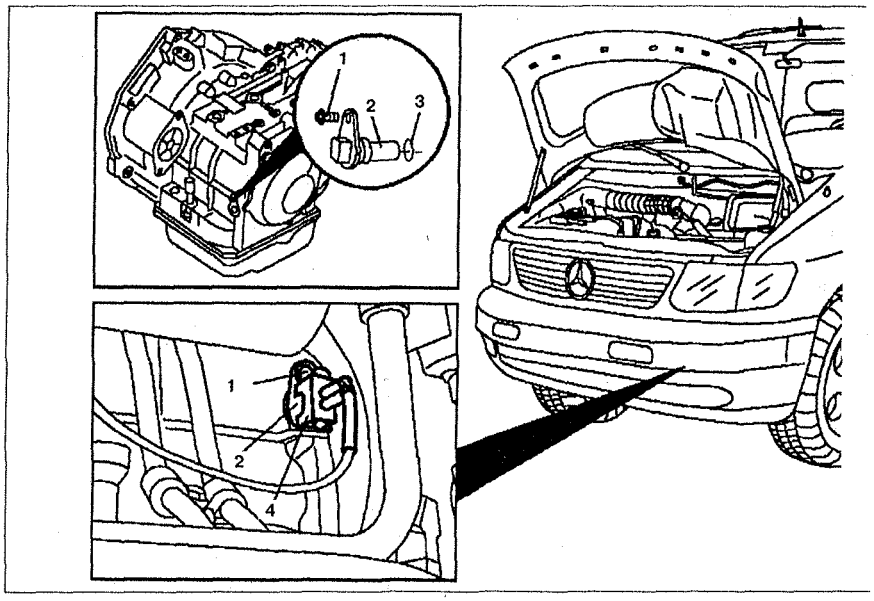

Рис. 6.66. Индуктивный датчик частоты вращения ведомого вала АКПП (автомобили с двигателем 104.900):
2. Отсоедините переходник **4** (см.рис.6.66).